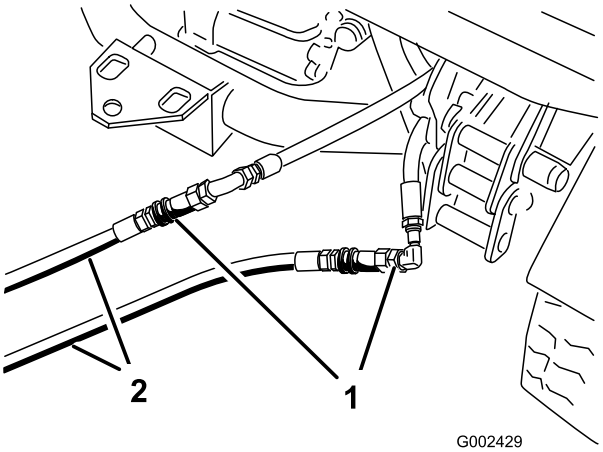

Figur 76
3. På det køretøj, der ikke fungerer: Forbind de to startslanger med slangerne, der blev frakoblet (Figur 76). Tildæk alle ubrugte fittings.